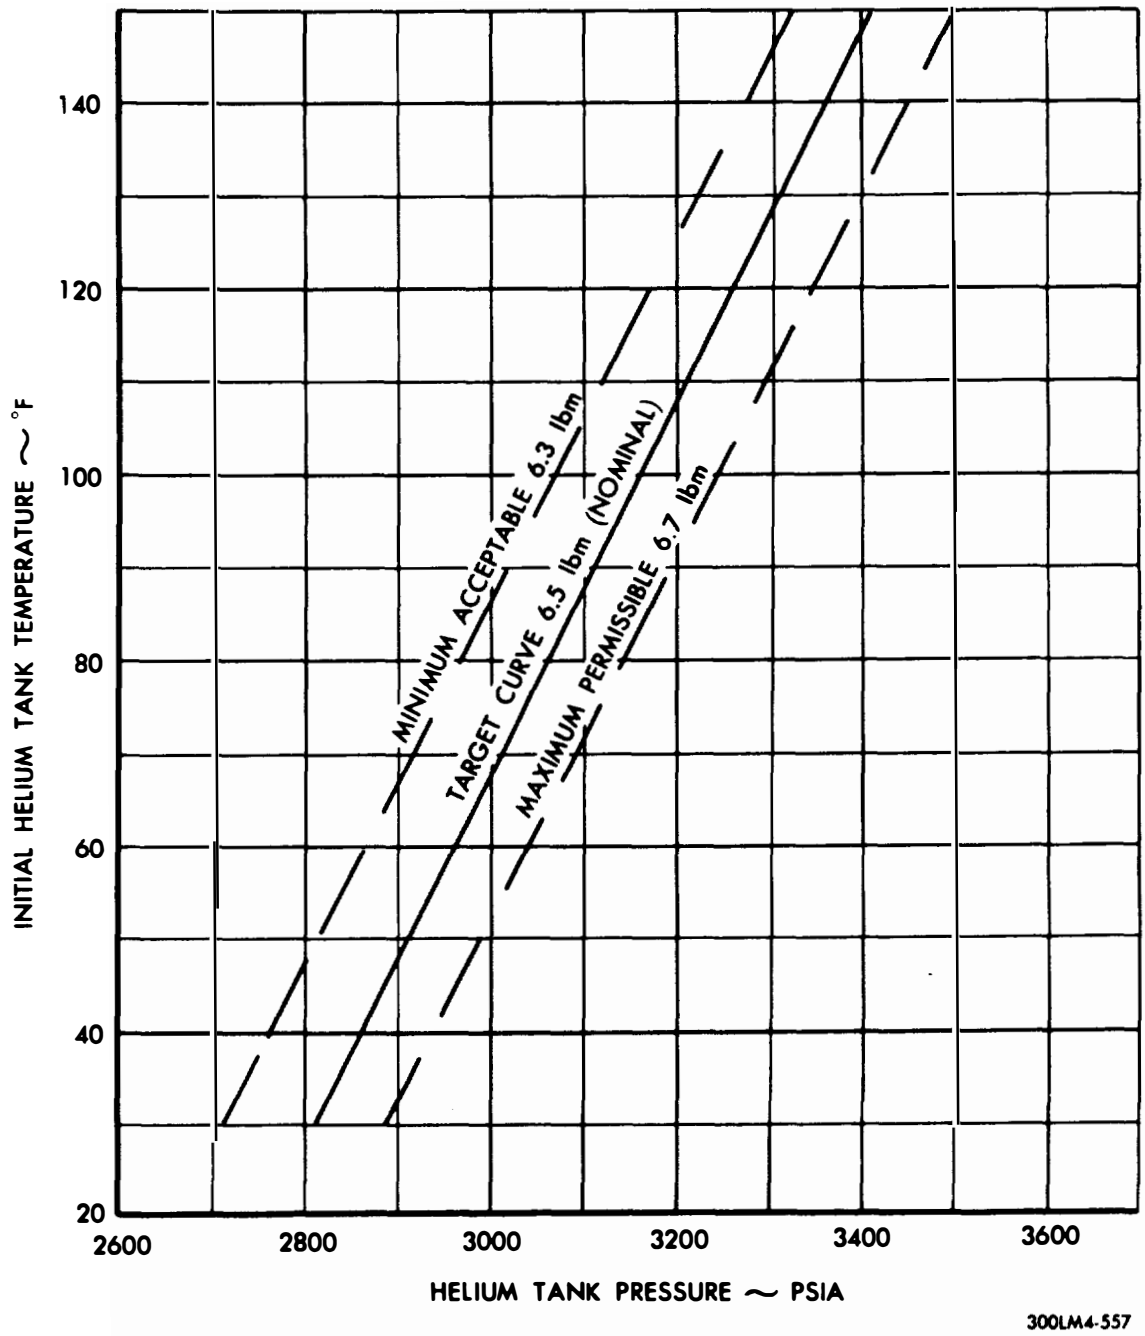

Figure 4-8. Ascent Helium Loading
1. HELIUM MON sel - PRESS 1 MPS: HELIUM ind - 2800 to 3500 psia	Ascent helium tank pressure values as a function of time remain approximately the same as initial tank loading conditions. For expected tank pressure as function of tank temperature and initial loading conditions, see figure 4-8.